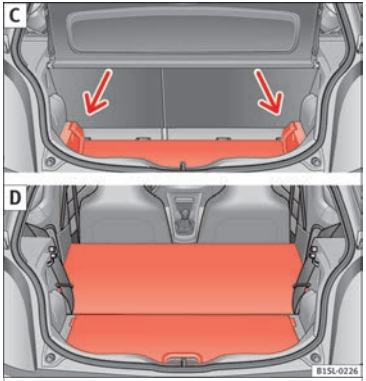

Fig. 72 C: extend the boot downward. D: extend the boot forward.
- Raise the boot floor and push it downward in the rail ››› **Fig. 72 C** (arrows)